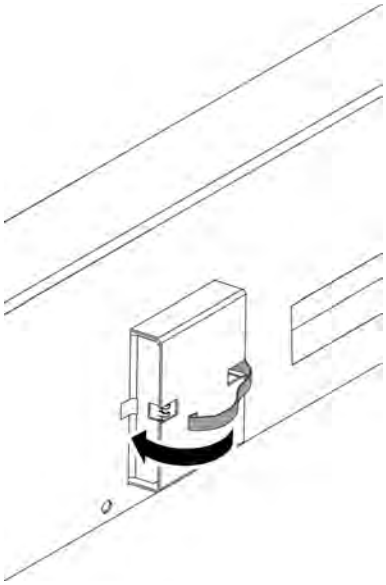

Fig. 47: Attaching the EPROM spring
3. Attach the EPROM spring first on one side, then the opposite side and press down until it engages (*Fig. 47*).